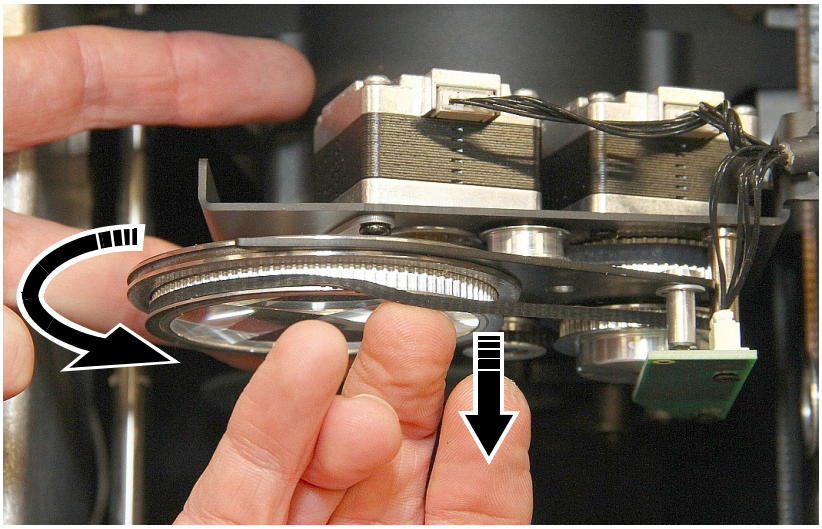

Figure 22 : Désengager la courroie de transmission
4. Voir Figure 22. Tournez le prisme dans le sens anti-horaire tout en tirant sa courroie crantée par dessus la lèvre de la dentition du support de prisme. Evacuez graduellement la courroie de la gorge crantée.